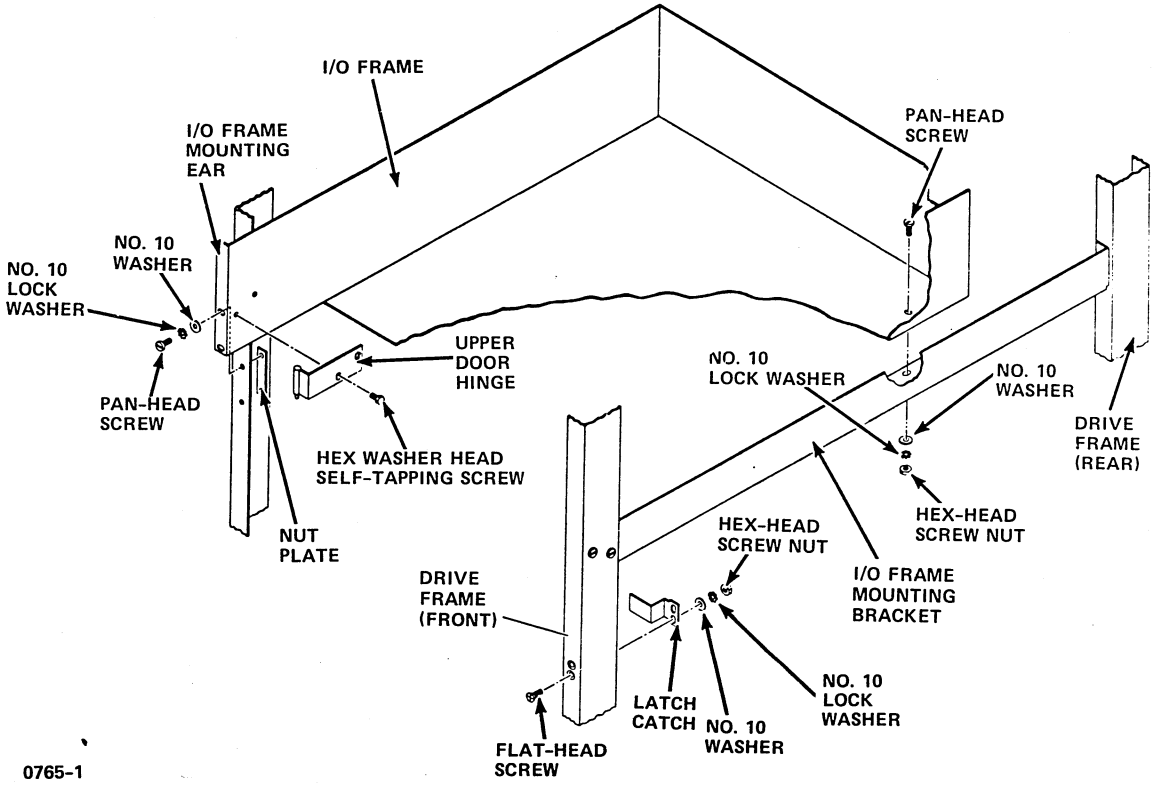

Figure 10-19. Controller Installation
5. Raise the rear of the controller, and slide it into the I/O frame mounting brackets. Push the controller into the cabinet until the I/O frame mounting ears contact the front of the frame (refer to figure 10-19).
7. Position the controller until the holes in the controller I/O frame are aligned with the holes in the I/O frame mounting brackets. Install the screws, nuts, and washers (figure 10-19).
8. Install the nut plates (figure 10-19), thus securing the front of the controller I/O frame.
10. For the BJ701 only, install the front door latch catch (figure 10-19). Note that this is not the same latch catch removed in step 3 of BJ701 Module Drive Cabinet Preparation.
11. Attach the upper door hinge (figure 10-19) to the I/O frame. Note that this is not the same hinge removed in step 2 of BJ701 Module Drive Cabinet Preparation.